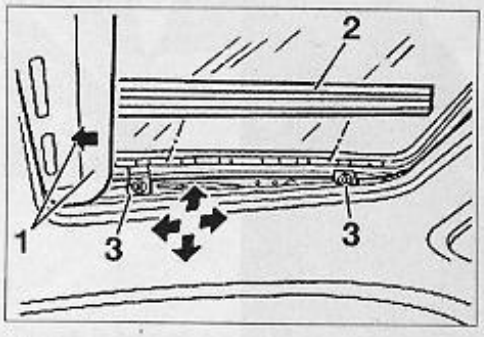

FIG. 67
• Refermer entièrement le toit coulissant et ouvrir le rideau (1) **(Fig.67).**